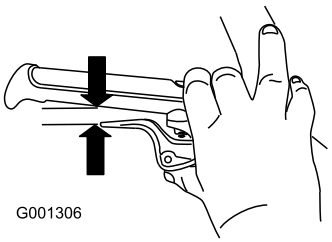

Figur 32
1. Klem hjulkoblingsarmen helt, og kontroller afstanden mellem den nederste del af håndtaget og enden af hjulkoblingsarmen (Figur 32).
2. Gentag proceduren for det andet kabel (Figur 32).